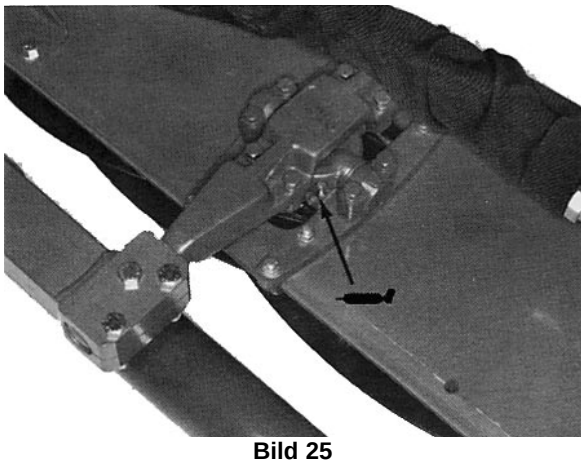

**Bild 25**
**Anmerkung:** Die Kunststoffkappen über den Nippeln an den schwebenden oder starren Kopfsatzgelenken entfernen und nach Einfetten wieder aufsetzen (Bild 25).